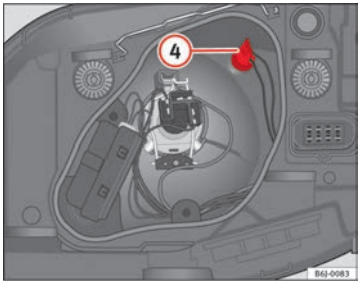

Fig. 150 Side lights
– Remove the bulb holder (4) ⇒ fig. 150 outwards.